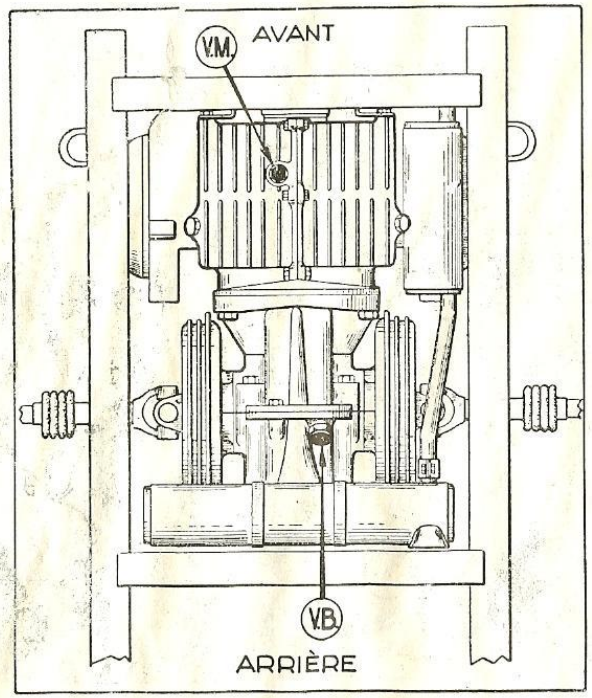

Afb. 15. — AFTAPDOPPEN (motor en versnellingsbak) gezien van de onderzijde van de wagen.
Na 3000 km, het carter warm aftappen (dop in AM, afb. 15).
c) de versnellingsbak af te tappen (afb. 15, blz. 26, in AV) en van een liter olie S.A.E. 80, (afb. 20) te voorzien.